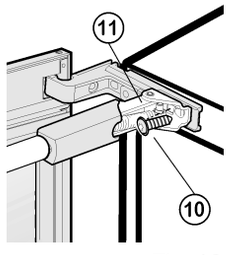

Fig. 16
- Then angle the soft stop mechanism in such a way that the front screw *Fig. 16 (10)* can be screwed in. Firmly tighten the screw **(with 4 Nm)**.